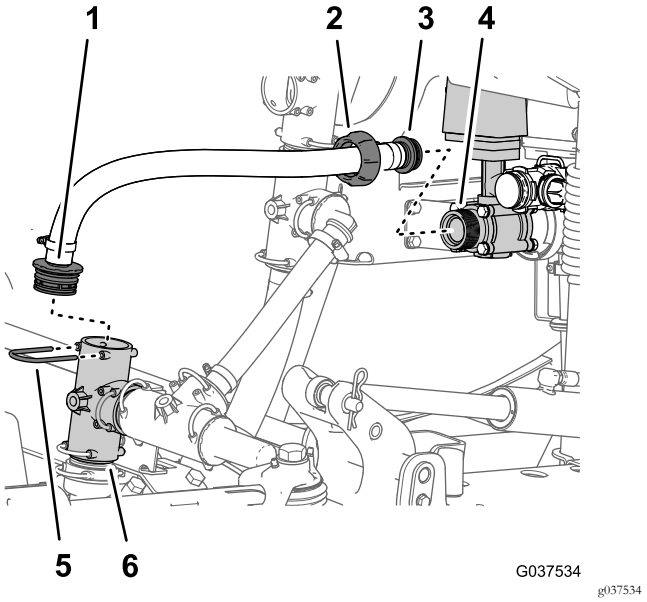

Figuur 37
4. Maak de vleugelmoer voor de spuittoevoerslang volledig los van de draadfitting van de hoofdregelklep (Figuur 37).
5. Verwijder de borgclip waarmee de rechte slangpilaar van de spuittoevoerslang en de T-fitting bij de spuitpomp zijn bevestigd (Figuur 37).
6. Verwijder de spuittoevoerslang van de machine (Figuur 37).